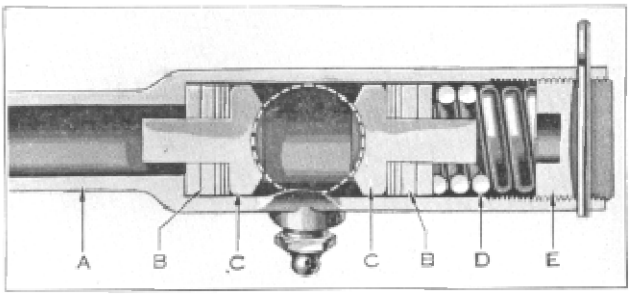

Figure 19
101. If front wheels are not straight ahead remove part of shims (B), Figure 19, from front of drag link ball seat and place at rear of ball seat to turn wheels to left. Remove parts of shim (B) from rear of drag link ball seat and place at front of ball seat to turn wheels to right.
146. If front wheels are not straight ahead remove part of shims (B) from front of drag link ball seat and place at rear of ball seat to turn wheels to left. Remove parts of shims (B) from rear of drag link ball seat and place at front of ball seat to turn wheels to right. (See Figure 19.)